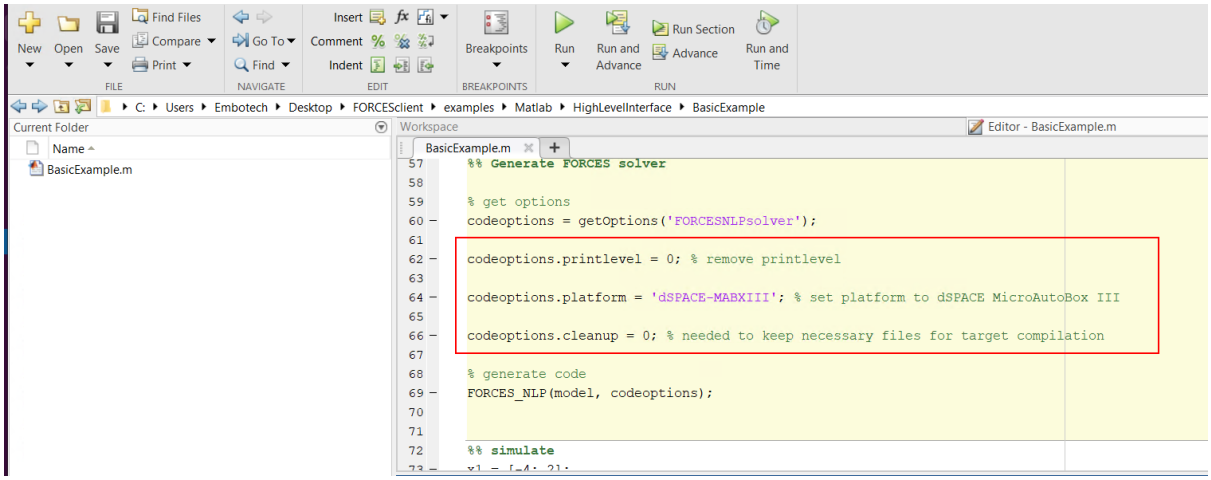

Figure 10.28: Set the appropriate code generation options.
1) Set the code generation options (see Figure 10.28):